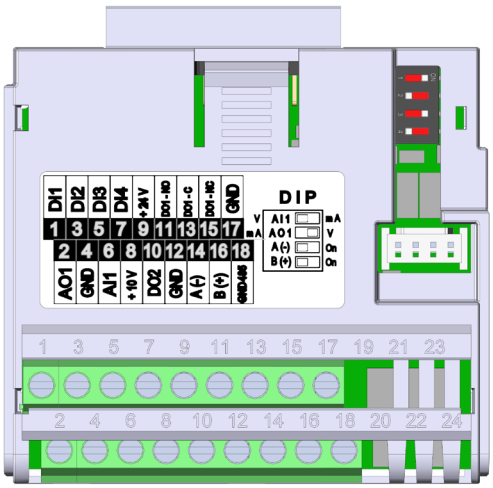

Figura 20.1: Módulo Plug-in CFW500-IOS
El módulo plug-in CFW500-IOS posee solamente la interfaz Serial (1) a través de la puerta RS-485 en los bornes 14 (A-) y 16 (B+), vea la Figura 20.1 en la página 20-1. Vea también, el GND485 en el terminal 18 está aislado del GND en los terminales 17 y 4.